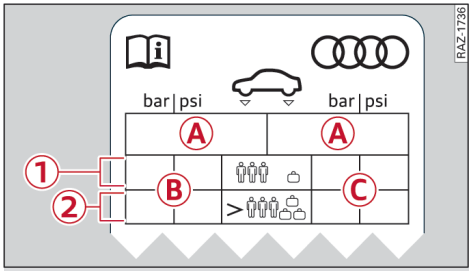

Fig. 144 B-pillar on driver's side: tyre pressure sticker
The correct inflation pressures for tyres fitted at the factory are specified on a sticker. The sticker ⇨ *Fig. 144* is on the B-pillar (driver's side).
- Refer to the sticker ⇨ *Fig. 144* for the correct tyre pressures.
Each time tyre pressures are changed (e.g. when switching from partial load to full load and vice-versa) on your vehicle, or after the tyres are changed, you must store the new tyre pressures ⇨ *page 303*. Monitoring of the tyre pressures is based on the tyre pressures you have stored. The inflation pressures recommended for your vehicle are given on the tyre pressure sticker ⇨ *page 299, Fig. 144*.